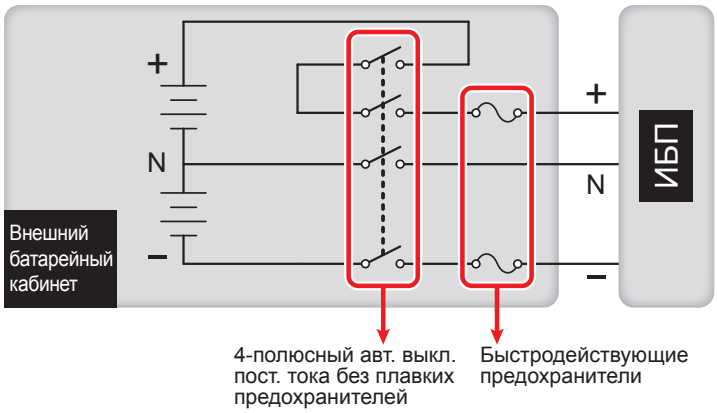
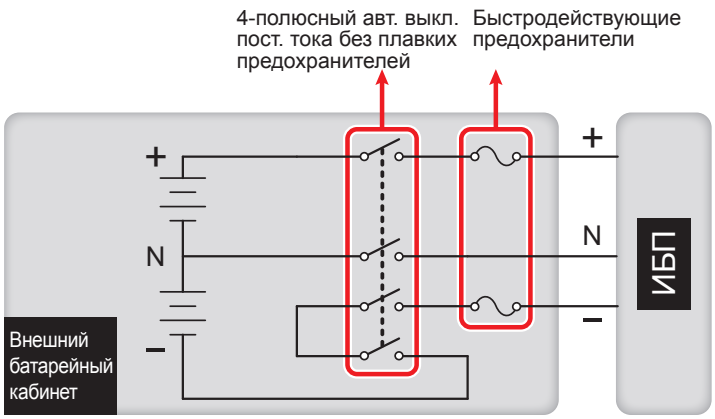

Рис. 6-18. Установка 4-полюсного автоматического выключателя постоянного тока и быстродействующих предохранителей (I)
Рис. 6-19. Установка 4-полюсного автоматического выключателя постоянного тока и быстродействующих предохранителей (II)
- Необходимо использовать 4-полюсный автоматический выключатель постоянного тока (без встроенных предохранителей). На один полюс разрешается подавать постоянное напряжение 250 В, на два последовательно включённых полюса – 500 В, на три – 750 В пост. тока. При установке 4-полюсного автоматического выключателя постоянного тока и быстродействующих предохранителей между ИБП и блоком внешних батарей сторонних производителей руководствуйтесь ***рис. 6-18*** или ***рис. 6-19***.